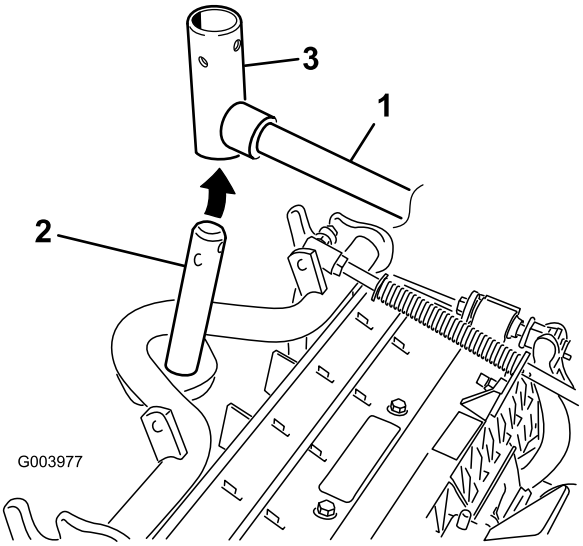

**Figur 7**
7. Hvad angår de forreste klippeenheder, skubbes en klippeenhed ind under løftearmen, mens bærerammeakslen sættes op i løftearmens drejegaffel (Figur 7).
B. Sæt løftearmsgaflen på bærerammens aksel (Figur 7).